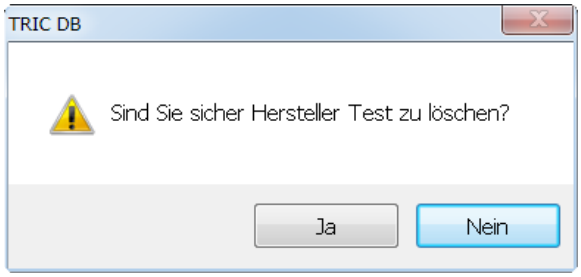

Bild 36.54 – Löschen eines Herstellers
- Bestätigen Sie dazu die Sicherheitsabfrage (Abb. 36.54).